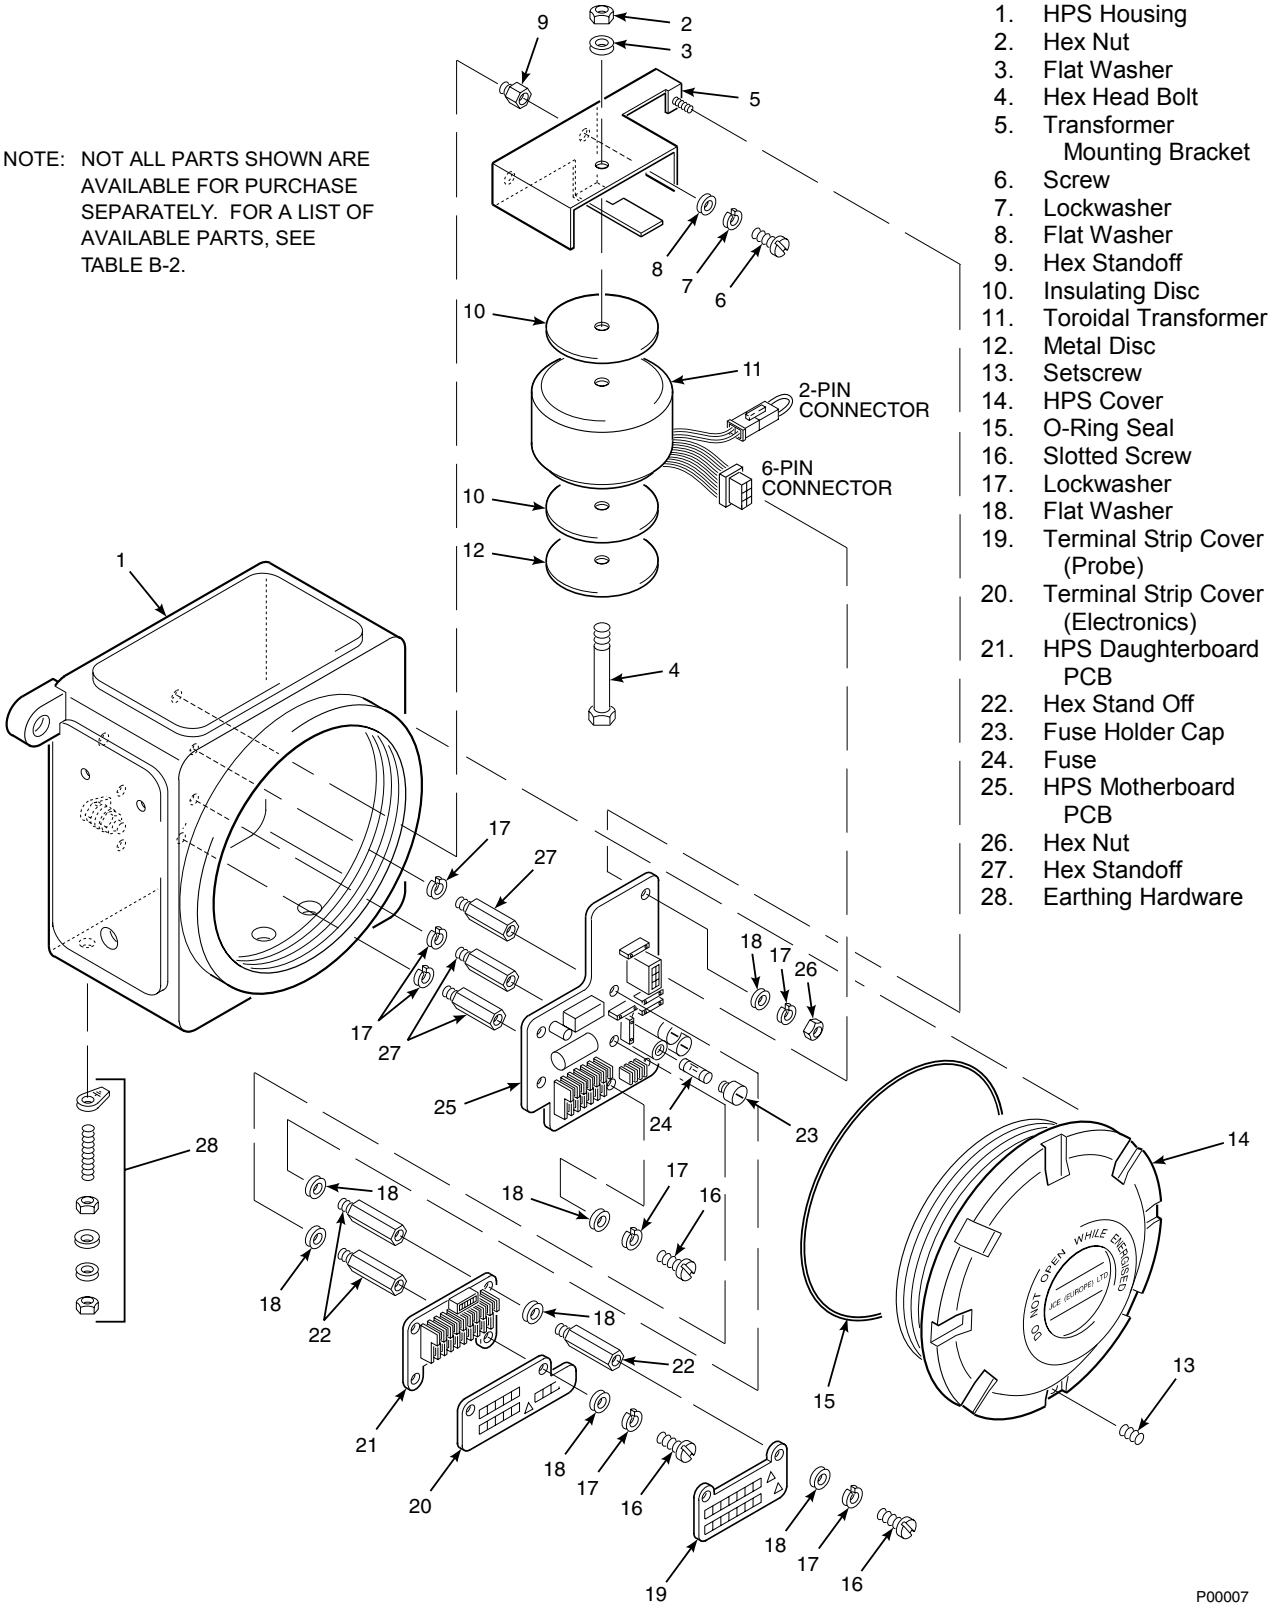

Figure B-6. Heater Power Supply, Exploded View
The heater power supply's motherboard (25, Figure B-6) contains four identical 5 amp fuses (24) (5 amp anti-surge, Type T to IEC127, ROSEMOUNT Part No. IL01293H02). To check or replace a fuse, simply unscrew the fuse holder cap (23) with a flat head screwdriver and remove fuse. After checking or replacing a fuse, reinstall fuse holder cap.
b. Loosen setscrew (13, Figure B-6) retaining HPS cover (14). Remove HPS cover.
c. Remove hex nut (2), flat washer (3), and hex head bolt (4) that retain transformer to mounting bracket.
d. Disconnect the 6-pin transformer wiring harness connector from J7 on the HPS motherboard (25). Disconnect the 2-pin wiring harness connector from the jumper that was selected to configure the HPS for the proper voltage.
b. Loosen setscrew (13, Figure B-6) retaining HPS cover (14). Remove cover.
c. Remove slotted screw (16), lockwasher (17), and flat washer (18) securing terminal strip covers (19) and (20). Remove terminal strip covers.
d. Making a note of the location and color of each wire, disconnect wires from the terminal strip on the daughterboard (21).
f. Unscrew two stand offs (22) from daughterboard. Remove daughterboard (21).
g. Position new daughterboard on four stand offs (22) on motherboard (25). Reinstall the stand offs removed in step f.